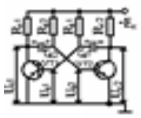

Рис.1.2
2. Выбором каких элементов в схеме симметричного мультивибратора (рис.1.2) задается ширина импульса сигнала